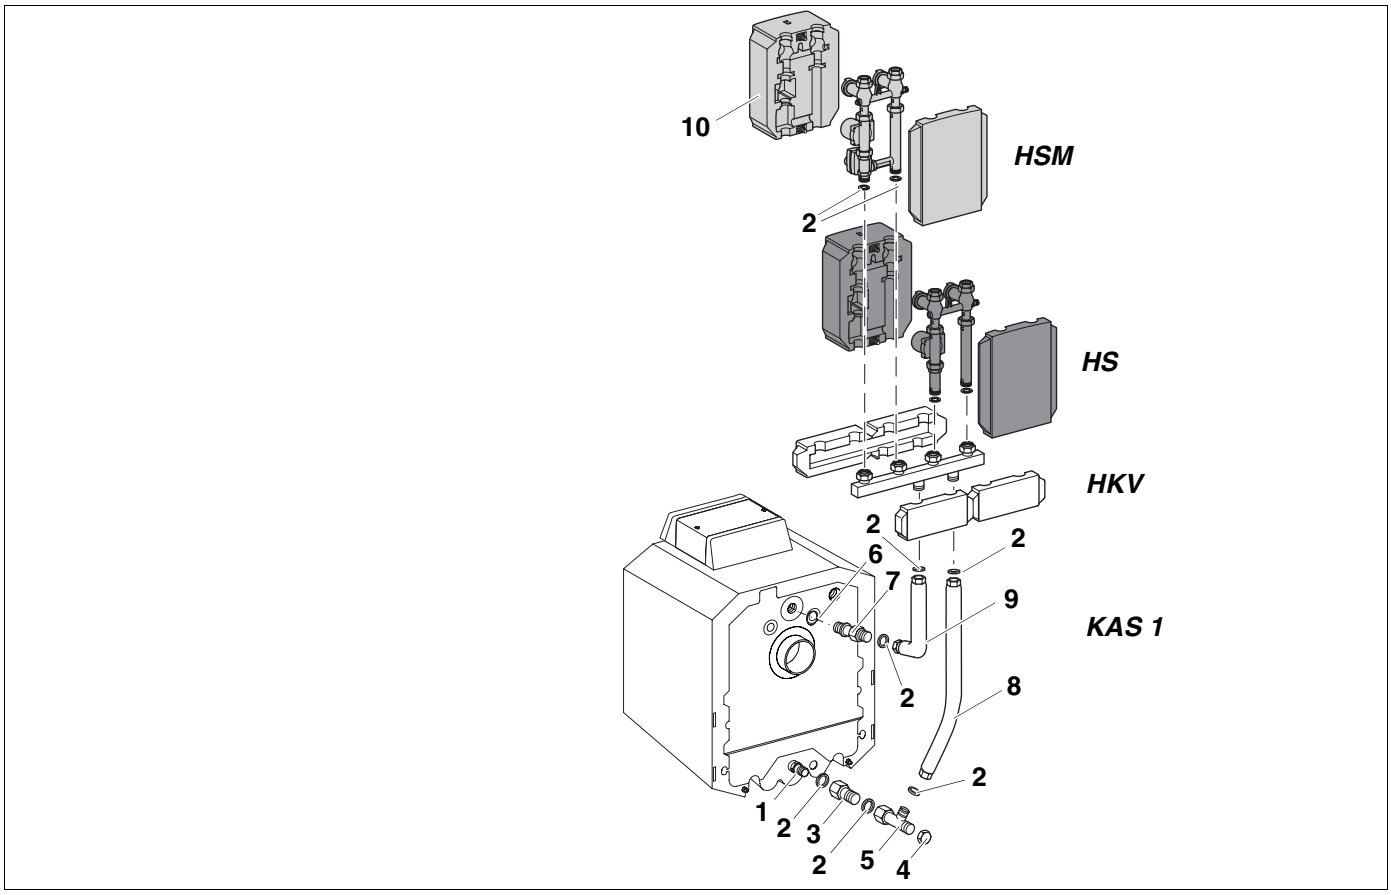

Afb. 6 Opbouw achteraan met verdeelcollector
- Schroef de verdeelcollector conform afb. 6 aan de aansluitset voor ketel (KAS 1). Wanneer de verdeelcollector niet conform afb. 6 wordt aangesloten, kan hij niet functioneren, omdat het vertrek en de retour verwisseld zijn.
- Plaats de pompgroep zonder (HS) of met mengklep (HSM) volgens afb. 6 op de verdeelcollector, draai de schroefkoppelingen aan en controleer op dichtheid.